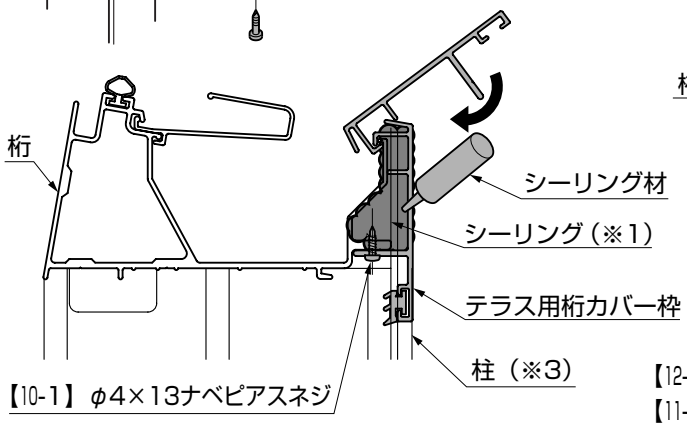
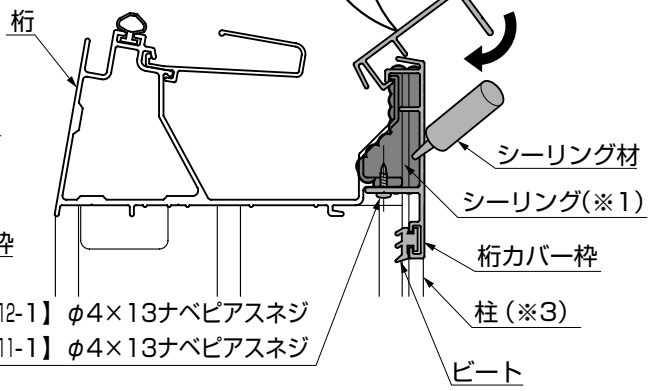

図10-2　オープンテラスタイプの場合
図10-3　サイドスルー、ガーデンルームタイプの場合
①桁カバー枠と桁の間（※1）に、シーリングをしてください。（図10-2、図10-3参照）
②桁カバー枠を桁にはめ込み、【10-1】または【11-1】、【12-1】で取付けてください。
③桁カバー枠の両端に、シーリングをしてください。